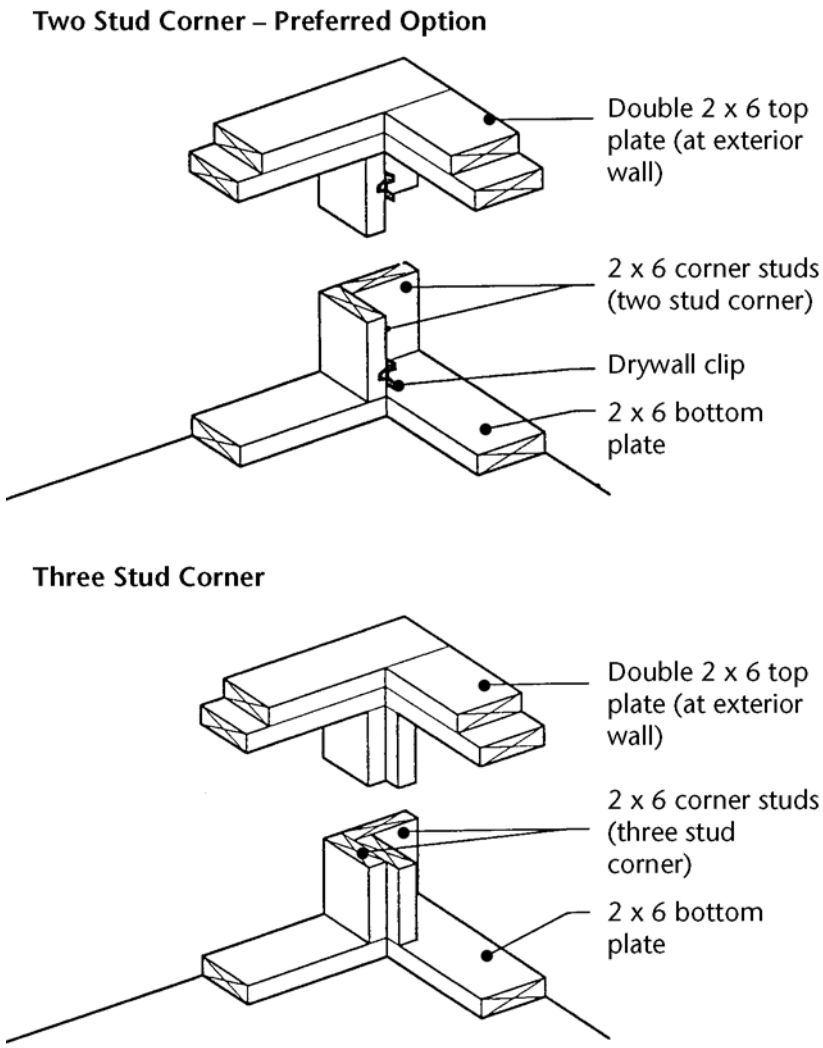

Figure 3-12
- Two stud corners instead of three (see Figure 3-12);
Insulation. Code requires all cavities in the thermal envelope of the building be filled with insulation. Corners and wall intersection can easily be filled during the normal placement of wall insulation using certain details (see Figures 3-12 and 3-13). These details, while not required by Code, help prevent creating isolated areas during framing.